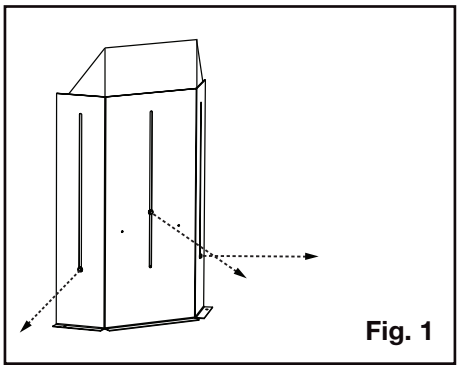

Fig. 1
1. Dévissez les attaches sur l'ensemble de protection de ventilation. NE PAS DISCARDER LES FIXATEURS **(Figure 1).**